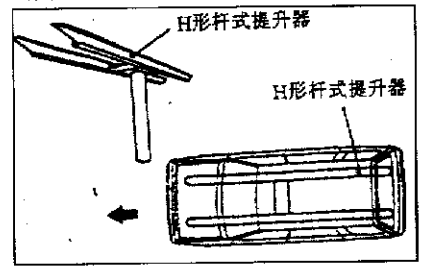

图 1－1－10
(2)把 H 形提升器上的支撑附件放在规定的底盘支撑位置，如图 1－1－11 所示。